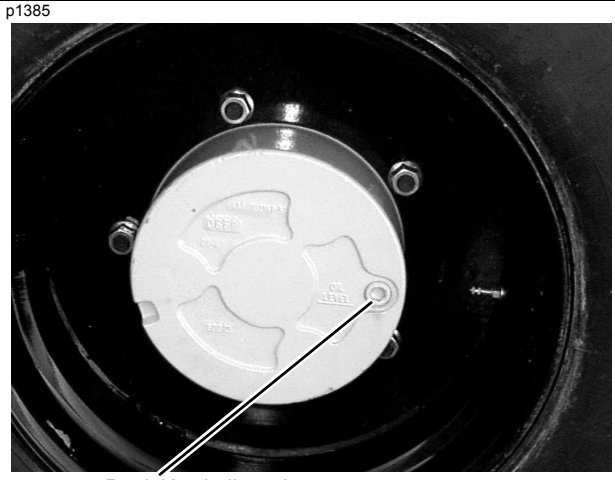

FIGURA 5-30
5. Gire el cubo de la rueda hasta que el agujero de vaciado quede horizontal (Figura 5-30).